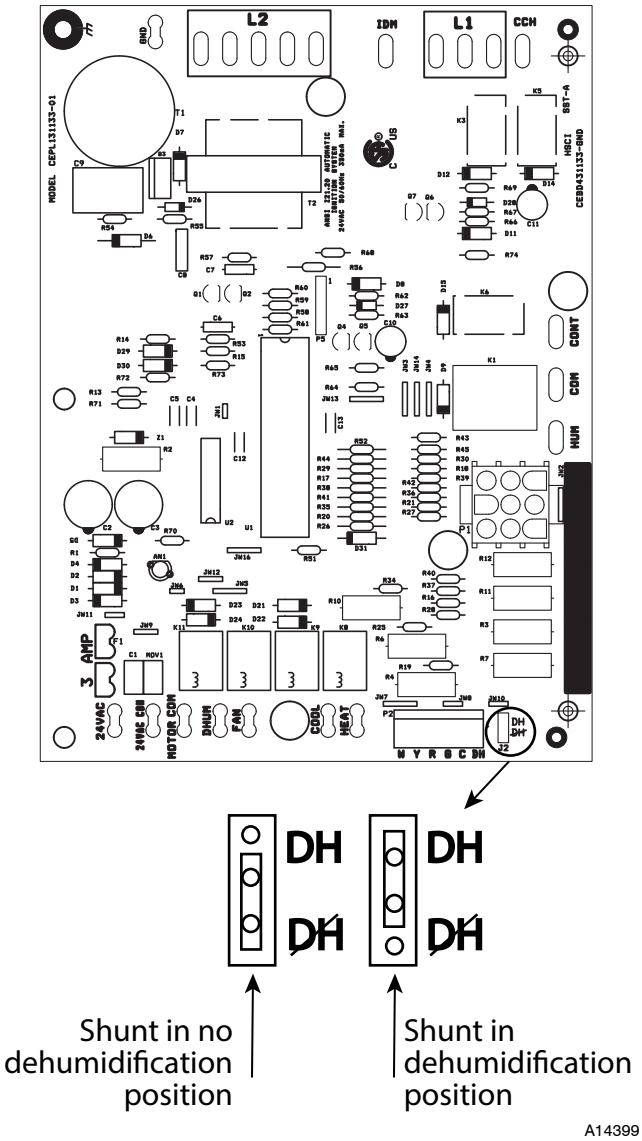
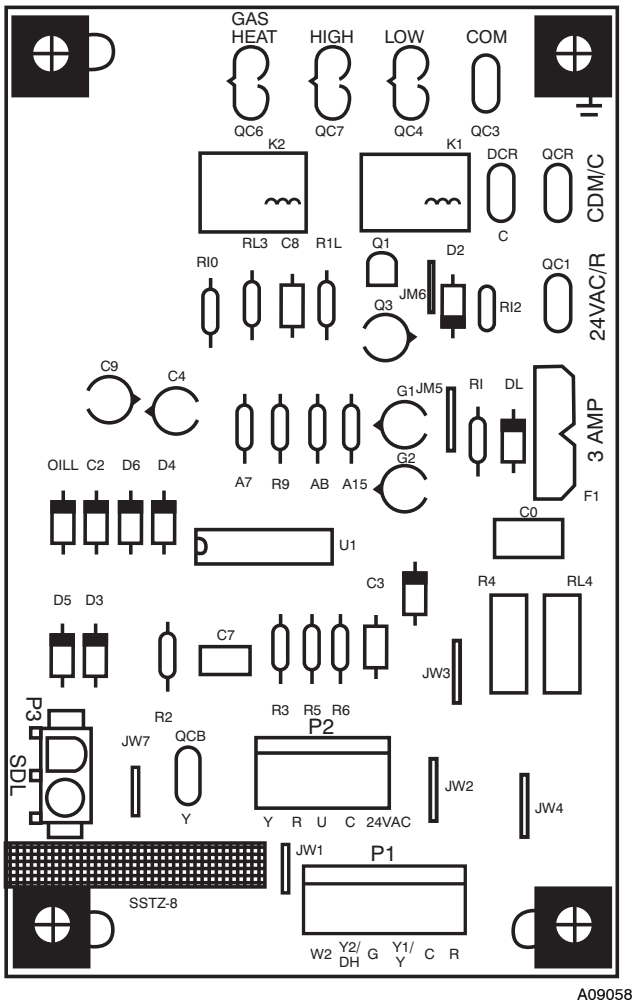

**Fig. 17 - Single Phase IGC Board**
**Fig. 18 - Interface Fan Board (IFB)**
This unit is factory-set for use with a single cooling fan speed. For single phase models, the cooling speed is marked "COOL" on the IGC (See Fig. 17). For 3-phase models, the cooling speed is marked "LOW" on the interface board (IFB)(See Fig. 18). The factory-shipped settings are noted in Tables 8 and 9. There are up to 3 additional speed tap wires available for use in either gas heating mode, cooling mode, or continuous fan mode (For color coding on the indoor fan motor leads, see Table 6). For single phase models, one of the additional speed tap wires is connected to the continuous fan, with the other 2 wires shipped loose in the control box near the IGC. For three phase models, the additional 3 speed tap wires are shipped loose with vinyl caps and are located in the control box near the interface fan board (IFB) (See Fig. 18).
2. Remove the current speed tap wire from the "GAS HEAT" terminal on the interface fan board (IFB) (Fig.18) and place vinyl cap over the connector on the wire.
2. Remove the current speed tap wire from the "LOW" terminal on the interface fan board (IFB) (See Fig. 18) and place vinyl cap over the connector on the wire.
1. Move shunt jumper on IGD board to "DH" (See Fig. 17).
1. Remove fan speed tap wire from the "LOW" terminal on the interface fan board (IFB) (See Fig. 18).
When the DEHUM feature is not used, the continuous fan speed will be the same as cooling fan speed. When the DEHUM feature is used, the continuous fan will operate on IFB "LOW" speed when the DH control lead is not energized, or IFB "HIGH" speed when the DH lead is energized (see Fig. 18).